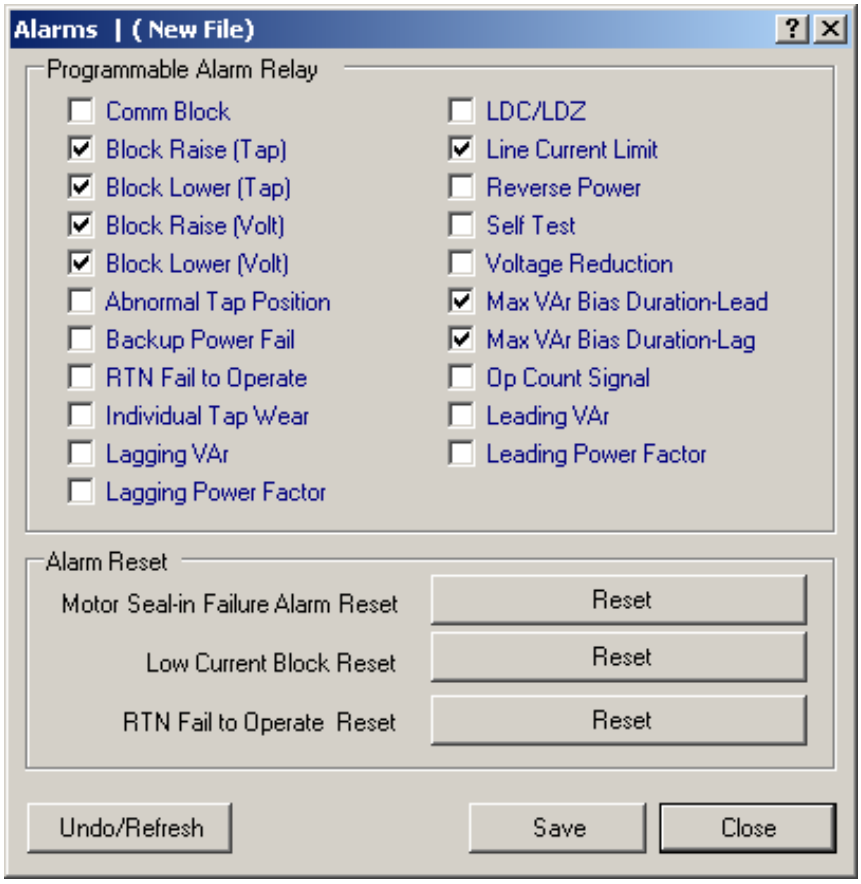

Figure 4-44 Programmable Alarm Relay Setting Dialog Screen
1. Select **Setup/Alarms** from the TapTalk toolbar. TapTalk will display the Alarms dialog screen (Figure 4-44).